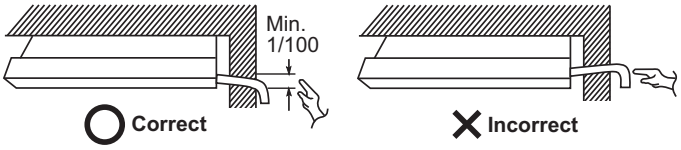

Fig. 2-93
- Connect the drain pipe so that it slopes downward from the unit to the outside. (Fig. 2-93)